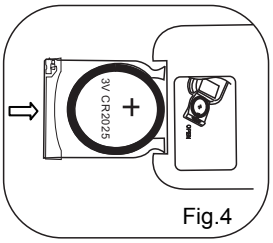

Fig.4
- Remettez le support de la pile en place, comme illustré dans la Fig. 4.